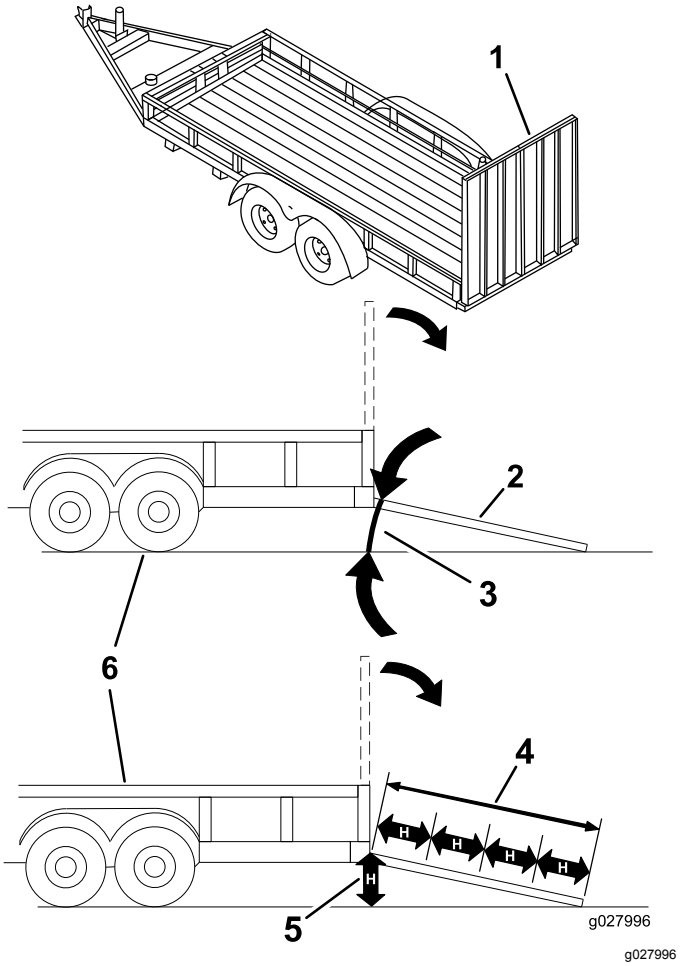

Figuur 38
Als een machine wordt geladen op een aanhanger of een vrachtwagen, wordt de kans vergroot dat de machine kantelt. Dit kan ernstig lichamelijk letsel of de dood veroorzaken (Figuur 38).
3. Laat de oprijplaat zakken; zorg dat de hellingshoek van de oprijplaat ten opzichte van de grond niet groter is dan 15 graden (Figuur 38).
1. Laat de oprijplaat zakken; zorg dat de hellingshoek van de oprijplaat ten opzichte van de grond niet groter is dan 15 graden (Figuur 38).